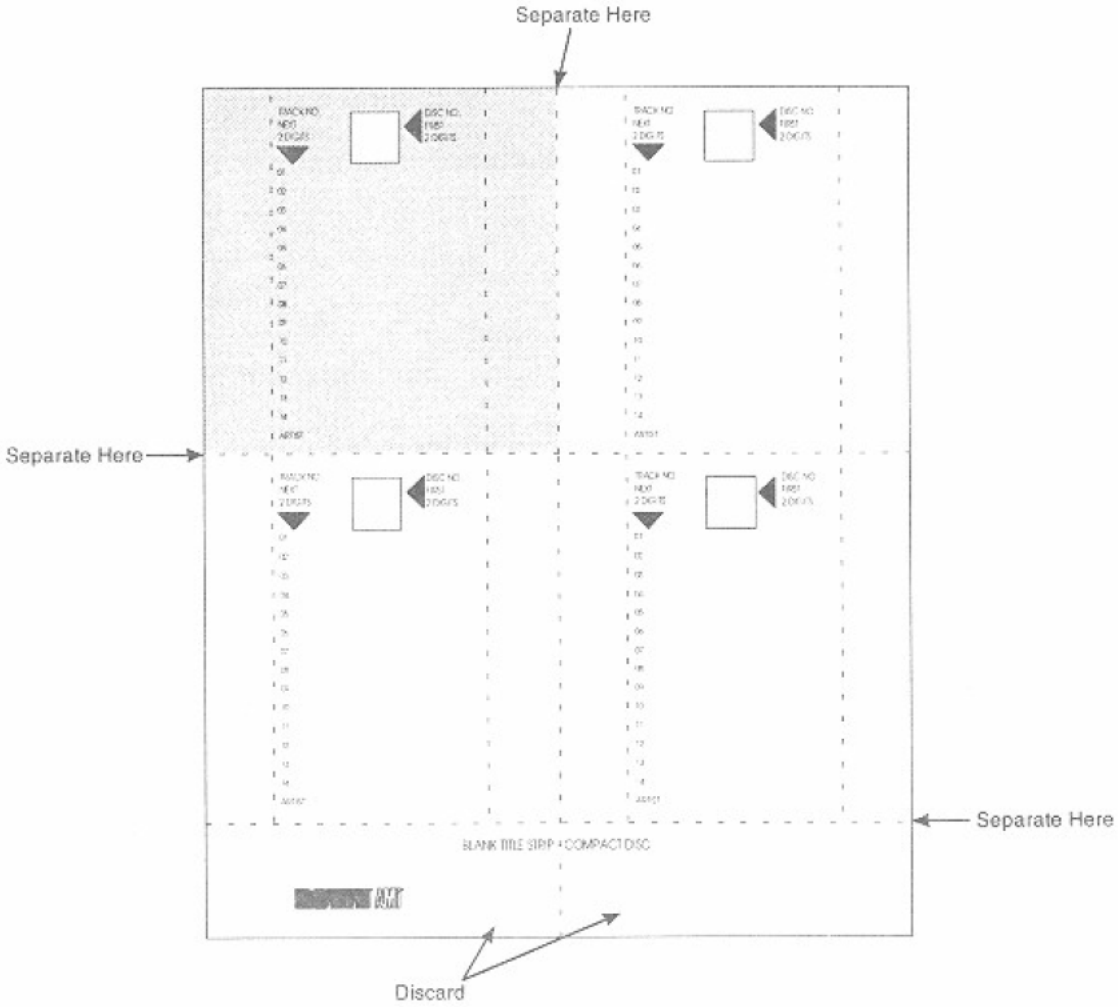

Figure 2-1. Blank Title Sheet
Refer to the sample in *Figure 2-1* for an illustration of where to tear the title strips off the title strip sheets.
1. Tear each title strip from the title sheet so the perforated column appears on the side of the title strip (the shaded portion of the title strip in *Figure 2-1* represents a title strip that has been removed from the title sheet).